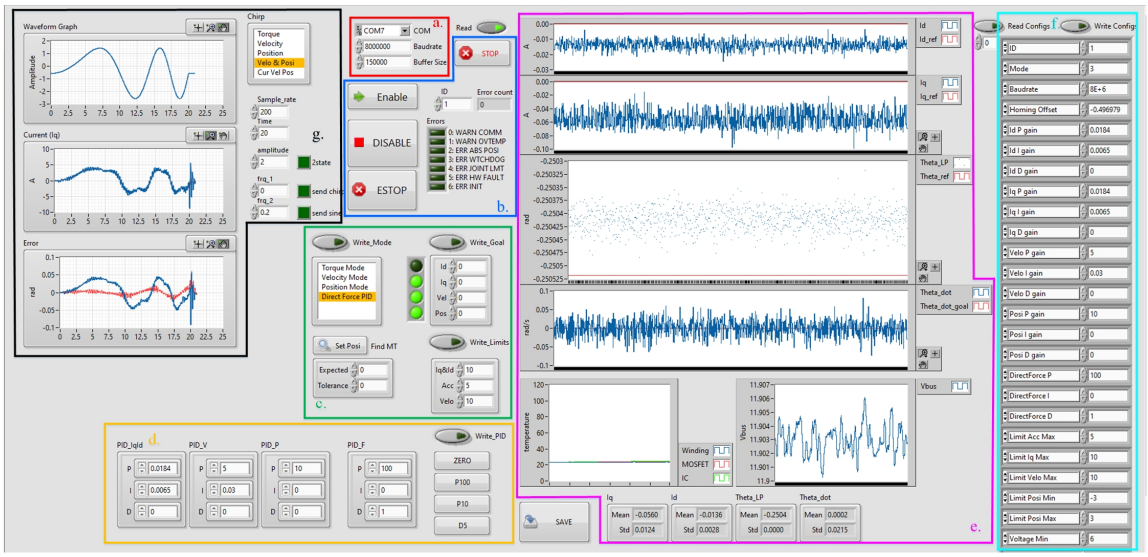

图 18: Data_Ctrl VI 的人机界面。
5) **调校界面**: Data_Ctrl 当使用 LabVIEW 调校和调试您的 BEAR 时，SDK 包中的 Data_Ctrl VI 是一款非常好用的工具，其人机界面如图18所示。接下来将分区域介绍 Data_Ctrl。